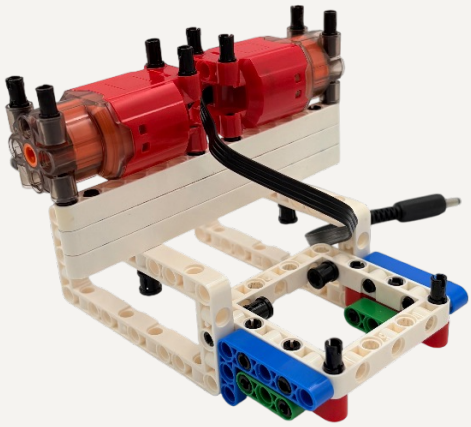
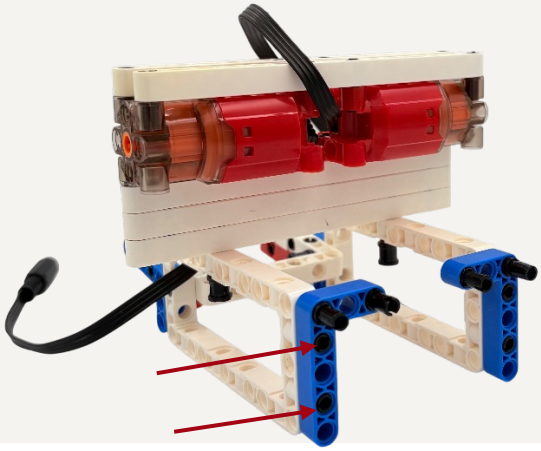

Рисунок 8
Рисунок 10
Закрепите два мотора на центральной балке и в отверстиях сверху разместите 8 коротких штифтов (рисунок 8). Закрепите на моторах две балки(15) как показано на рисунке 9. К двум рамам (7x3) прикрепите 2 г-образные балки при помощи 2х коротких штифтов (рисунок 10). Закрепите по 2 коротких штифта на г-образных балках.